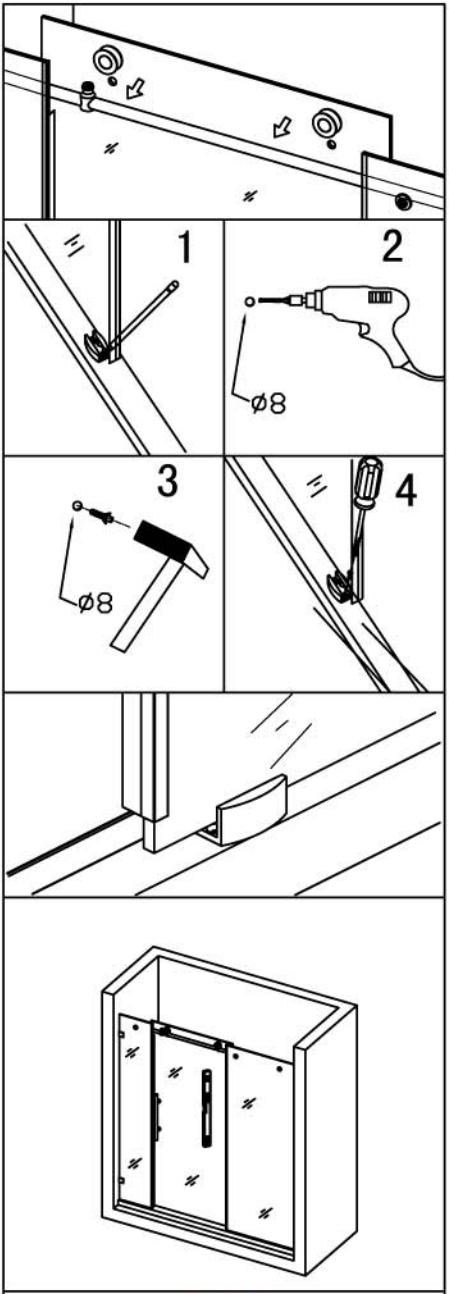

Figure 7
*See **Figure 7** for details.*